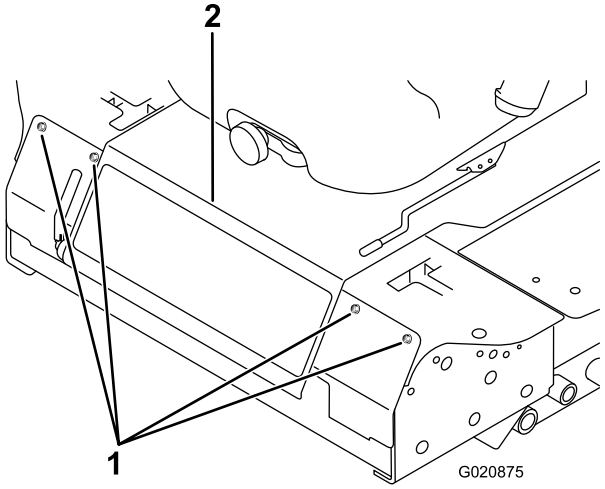

Figur 53
2. Fjern boltene til frontpanelet og fjern panelet (Figur 53).